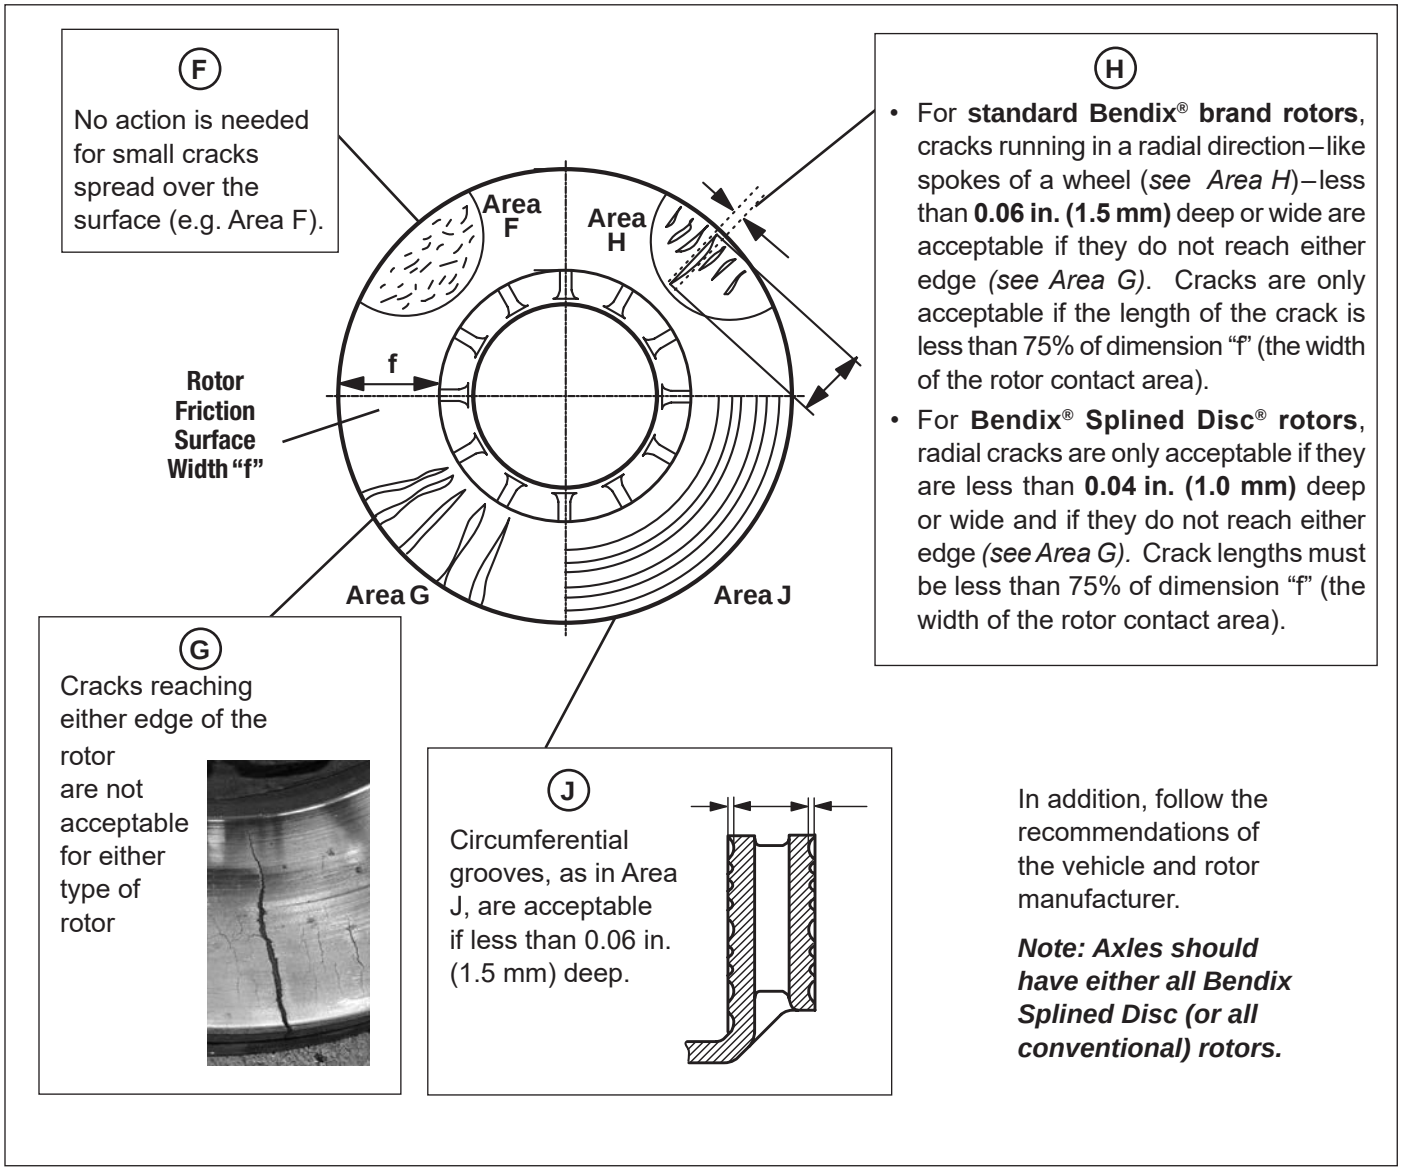

Figure 25 – Examples of Acceptable and Non-acceptable Rotor Conditions
4.4.2 Inspect the rotor surface. *See Figure 25.* The type of rotor, and also the size, depth, and direction of the imperfections, must all be considered.